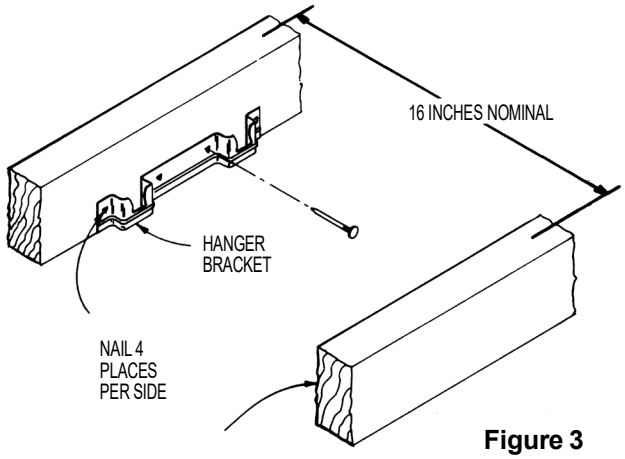

Figure 3
4. Nail both hanger brackets into sides of joists. Bottom edge of brackets should be even with bottom edge of joists. Use four nails per bracket, nailing through small triangular-shaped openings in brackets. **DO NOT RELY ON TRIANGULAR-SHAPED BARBS TO HOLD BRACKETS IN PLACE. BRACKETS MUST BE NAILED TO JOISTS.** See **Figure 3.**